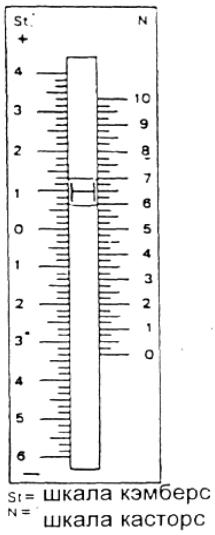

РИС. 301
2) Снимите показание прибора с левосторонней шкалы, отмеченной шкалой «ST» (см. рис.301).